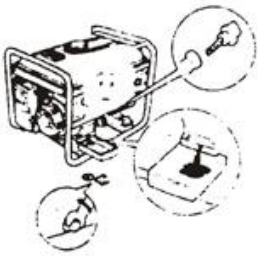

Рис. 48
8.4 Відкрутіть ковпачок масляного фільтру та пробку злива масла та злийте моторне масло з картера двигуна (Рис. 48).